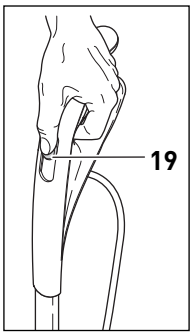

Figure 4
Démarrer la machine - Figure 4
Assurez-vous que l'interrupteur ON/OFF (19) de votre SEBO FELIX (figure 4) se trouve en position OFF.